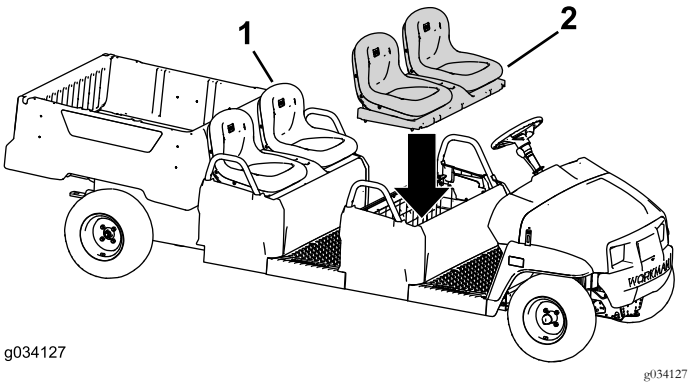

Figur 52
2. Monter den oprindelige sædeenhed på den bageste sæderække (Figur 52).
3. Monter sædeenheden på den forreste sæderække (Figur 52).